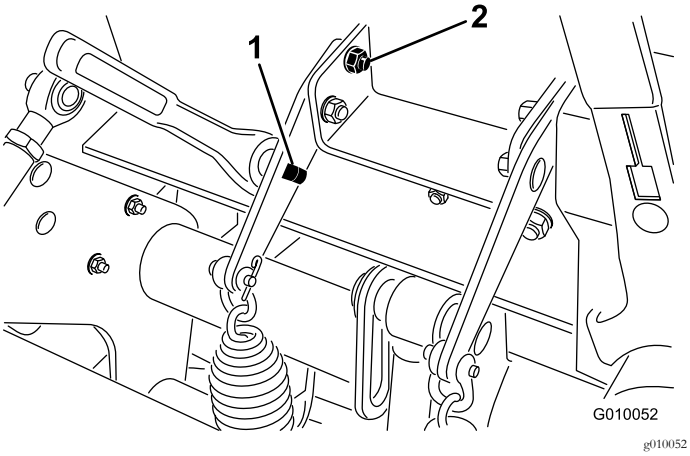

Figuur 37
3. Steek een dopsleutel van 13 mm of onderbrekerstang in de vierkante opening in de veerplaat (Figuur 37).